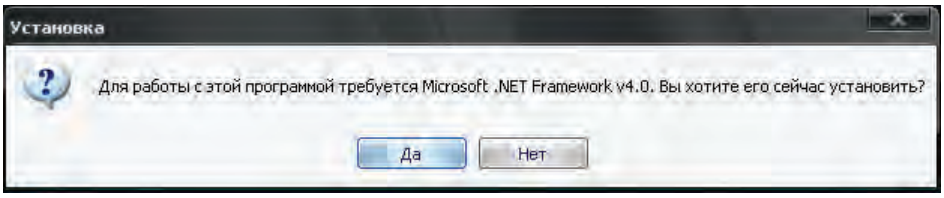

Рис.5
6) в открывшемся окне (рис.5) установки платформы Microsoft .Net Framework 4.0 Client необходимо нажать кнопку "Да":